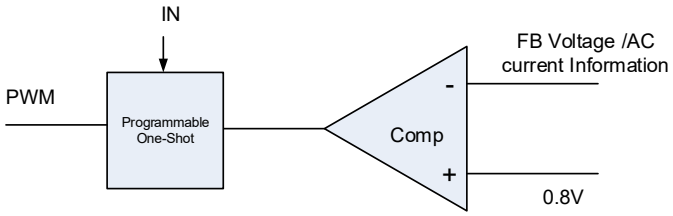

Figure 2. Simplified Control Schematic of AOZ2223QI
The simplified control schematic is shown in Figure.2. The high-side switch on-time is determined solely by an one-shot whose pulse width is inversely proportional to input voltage (IN). The one-shot is triggered when the internal 0.8V is higher than the combined information of FB voltage and the AC current information of inductor, which is processed and obtained through the sensed low-side MOSFET current once it turns-on. The added AC current information can help the stability of constant-on time control even with pure ceramic output capacitors, which have very low ESR. The AC current information has no DC offset, which does not cause offset with output load change, which is fundamentally different from other V2 constant-on time control schemes.